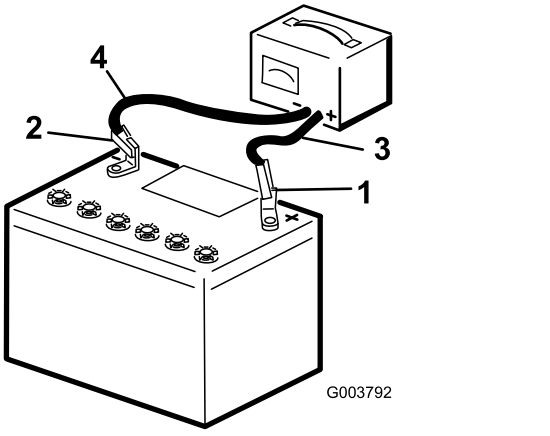

**Figure 39**
2. Charge the battery for 10 to 15 minutes at 25 to 30 A or 30 minutes at 4 to 6 A (Figure 39). Do not overcharge the battery.
3. When the battery is fully charged, unplug the charger from the electrical outlet, then disconnect the charger leads from the battery posts (Figure 39).